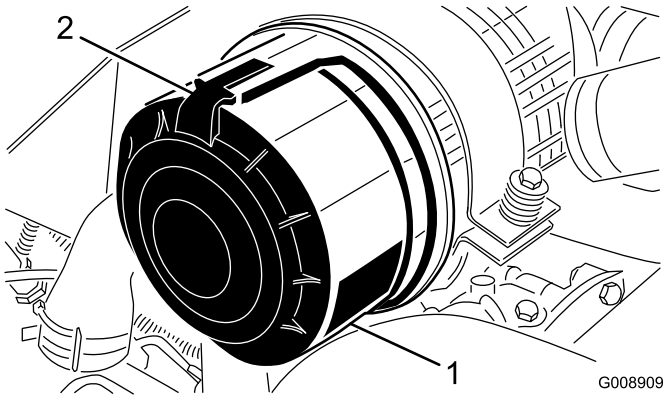

Figura 59
1. Abra los enganches que fijan la tapa del limpiador de aire a la carcasa del limpiador de aire (Figura 59).